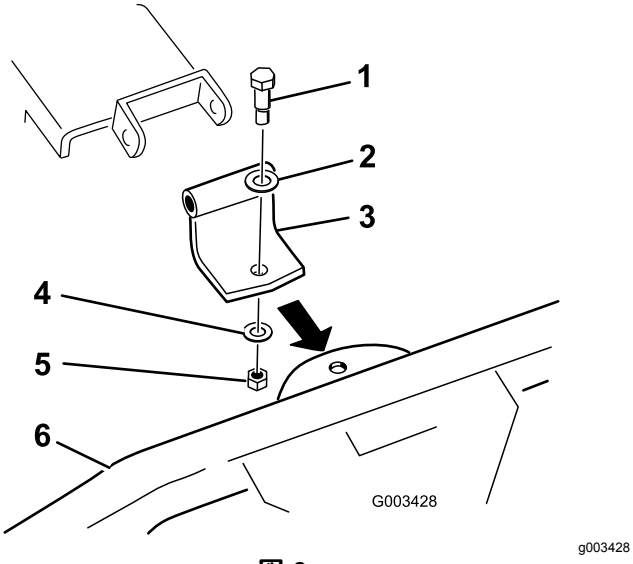

図 3
1. 図 3のように、スプリングレーキに湾曲ピボットブラケットを取り付ける。